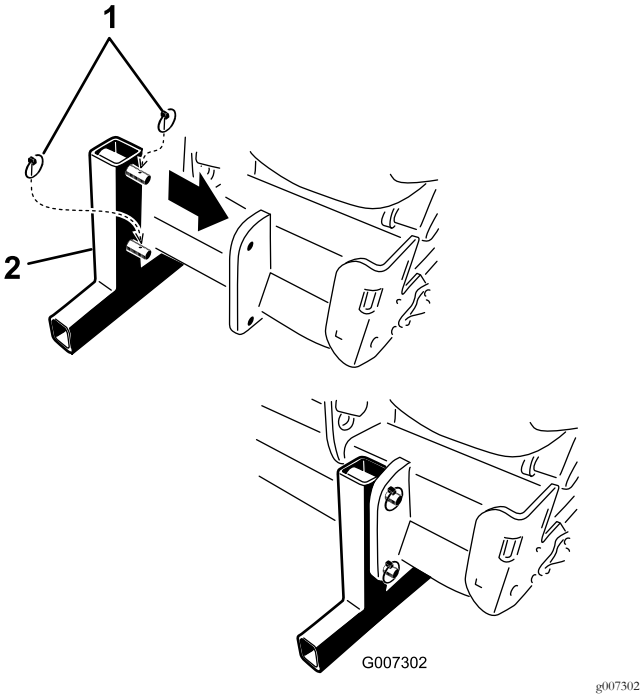

Figur 44
5. Montera förvaringsstöden och sätt fast dem på luftaren med hjulsprintarna (Figur 44).